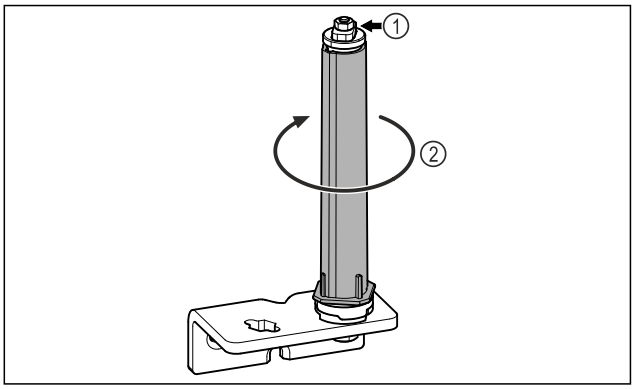

*Fig. 16*
▶ Nu dezasamblați sistemul de închidere al ușii *Fig. 16 (1)*.
▶ Rotiți *Fig. 16 (2)* sistemul de închidere, până când face clic.